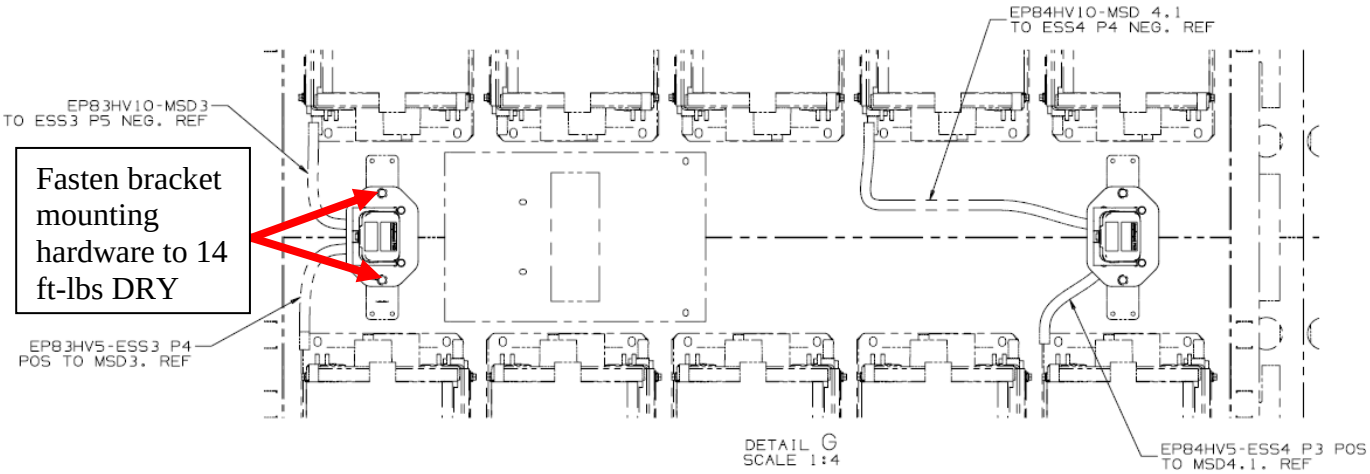

Figure 24: Front rooftop ESS (DETAIL G)
3.8 Install new MSD bench assembly onto rooftop ESSs x5. See figure 24, 25, 26.